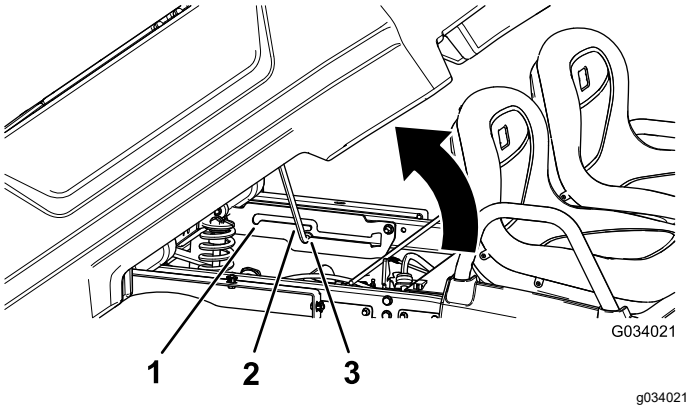

Figur 16
2. Säkra flaket för tippning genom att skjuta in stöttan i tippningslägets skåra (Figur 16).
2. Skjut in stöttan i servicelägets skåra för att säkra flaket för underhåll (Figur 16).
2. Dra ut stöttan ur skåran (Figur 16).